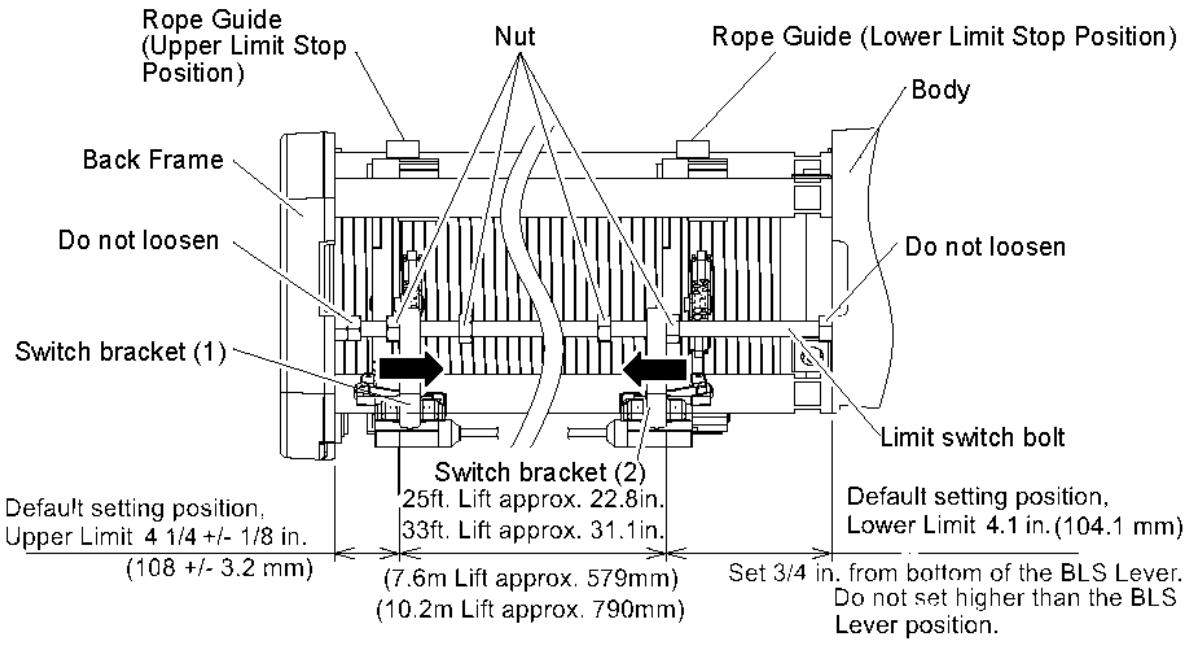

Figure 3-19 Hoist Upper and Lower Limit Switch (ULLS)
1) Referring to **Figure 3-19**, loosen the nut attached to the limit switch bolt, and adjust the position of the switch mounting brackets. * Moving the switch brackets by 0.4 inches (10.3 mm) (1 pitch of the Rope Drum) moves the Upper Limit Stop Position (or Lower Limit Stop Position) by 4-15/16 inch (125 mm) (1 rotation of the Rope Drum).
3) Upper side: Attach the bracket so that the distance from the end surface of the Back Frame and the left end surface of the switch bracket (1) can be not less than 4.1 inches(105 mm).
4) Lower side: Attach the bracket so that the distance from the end surface of the body and the right end surface of the switch bracket (2) can be not less than 4 inches (103 mm).
5) After moving the switch brackets (1) and (2), fasten the switch brackets securely with nuts (tightening torque: 23.6 lbf-ft / 32 N*m).